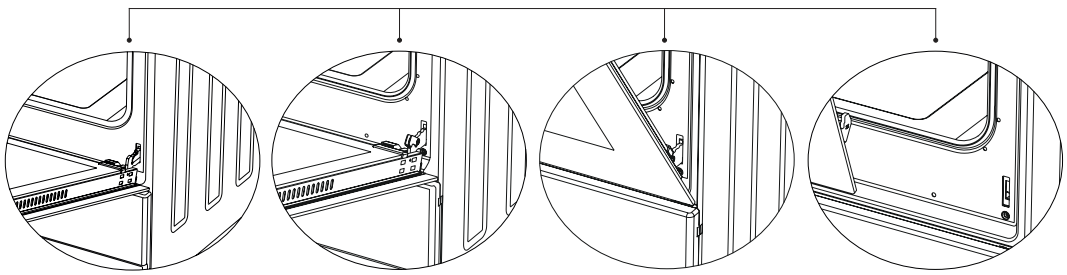

Figure 15.1 Figure 15.2 Figure 16.1 Figure 16.2
1. Completely open the oven door by pulling it to yourself. Afterwards, perform the unlocking process by pulling the hinge lock upwards with the help of a screw driver as shown in figure 15.1.